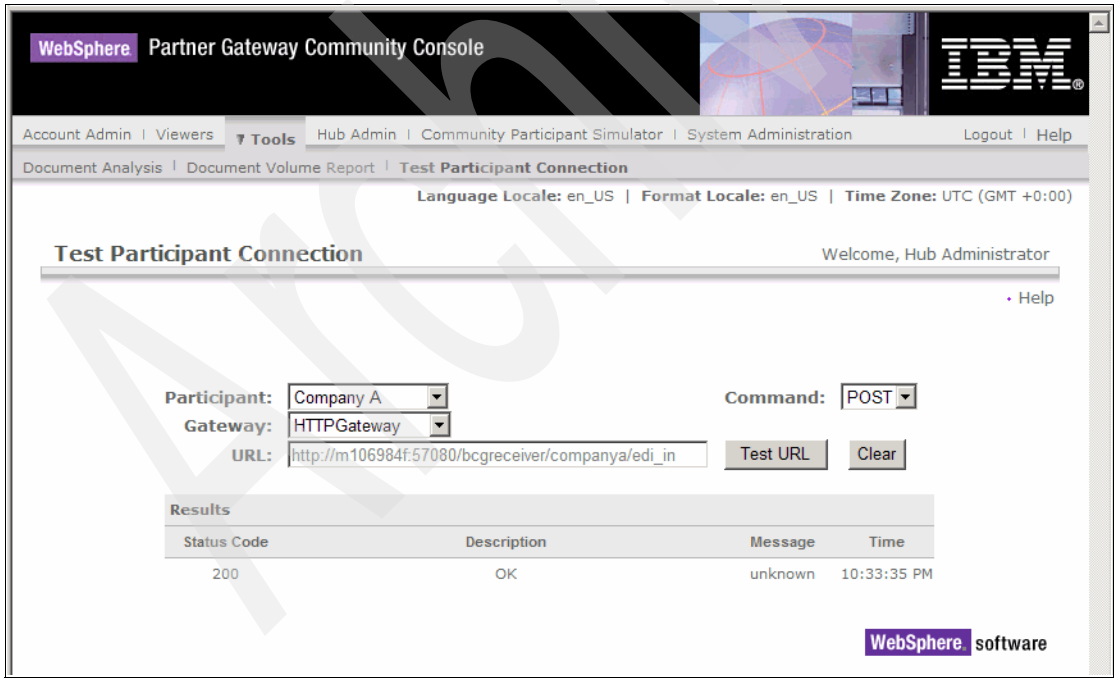

Figure 7-51 Test participant connection Tool
3. A number of selection options are shown in this tool (Figure 7-51). Select the Target Participant (Company A in this example) and the gateway you wish to test.